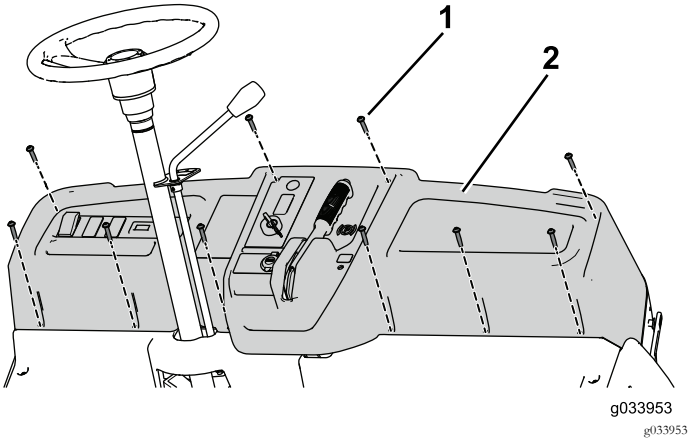

Figura 61
3. Rimuovete le 10 viti (¼" x 1¼") per rimuovere parzialmente il cruscotto e scollegare il freno di stazionamento (Figura 61).